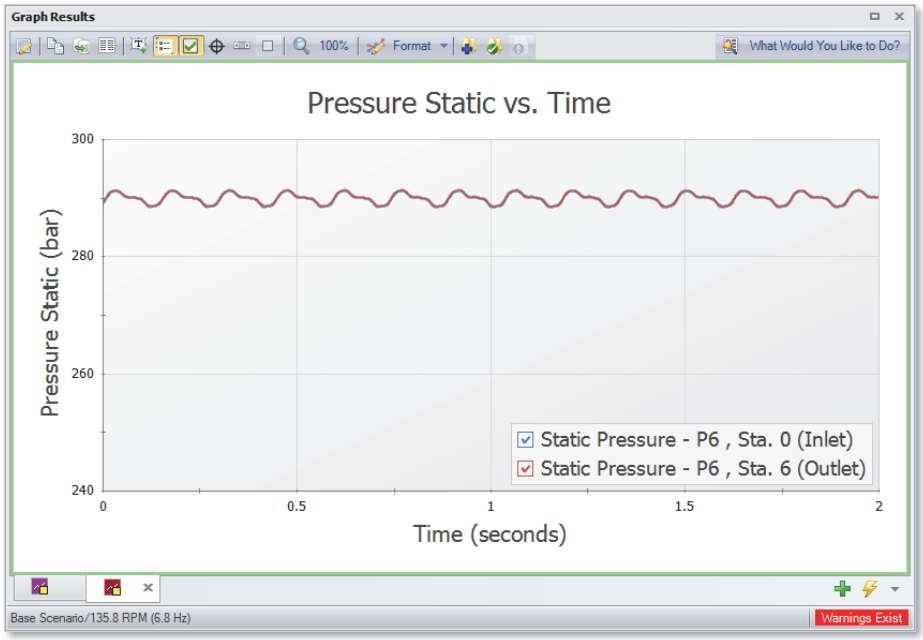

Figure 6.21 Pressure Oscillations at Inlet and Outlet of Pipe P6 for 135.8 RPM
6. Click Generate (see Figure 6.21)